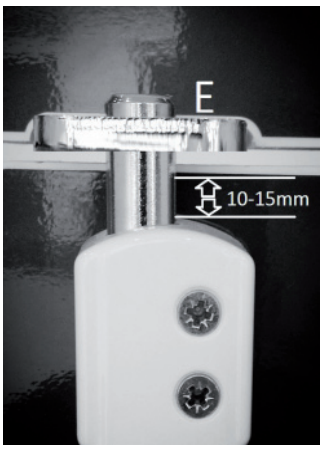

Abb.11
9. Stangenführung an der oberen Türkante festschrauben (Stangenführung, 2-4x Senkkopfschraube Ø 4,2 x 50mm). Vorbohrung mit Ø 3mm Holzbohrer durchführen. Schließblech (E) an der Unterseite der Zargen verschrauben (2-4x Senkkopfschraube für Schließbleche Ø 4 x 30mm). Vorbohrung mit Ø3mm Holzbohrer durchführen. Abdeckkappen auf die Senkkopfschrauben der Stangenführung aufsetzen. (Abb.11)